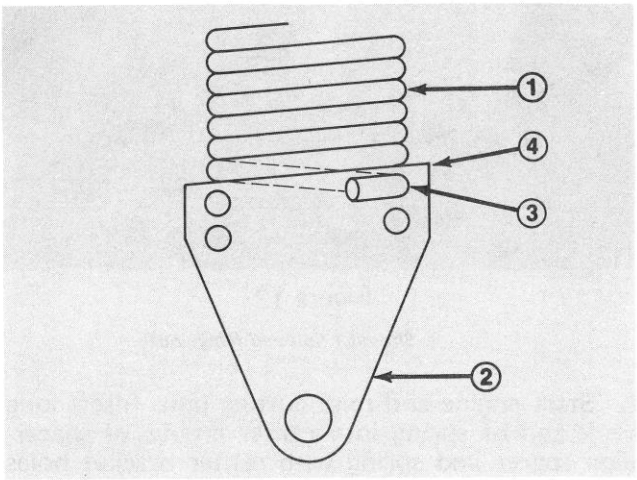

Figure 10
1. Position end of spring through top hole on high side of spring end (Fig. 10).